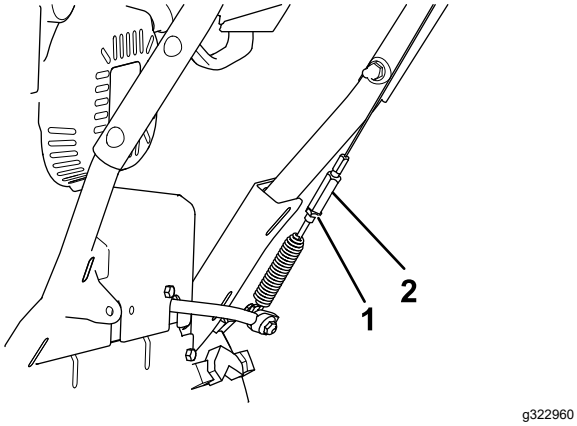

Figure 36
5. Desserrez l'écrou de blocage (Figure 36).
6. Desserrez ou serrez le tendeur de réglage de la tension du câble (Figure 36).